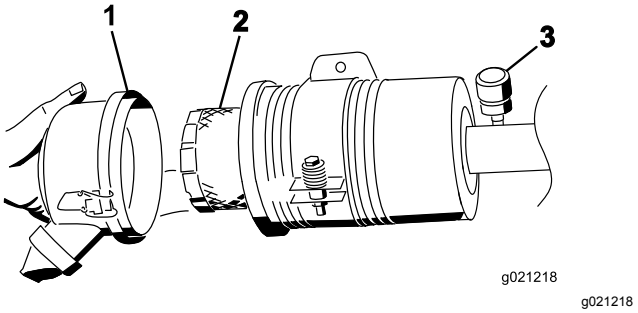

Figur 54
3. Afmonter og udskift filteret (Figur 54).